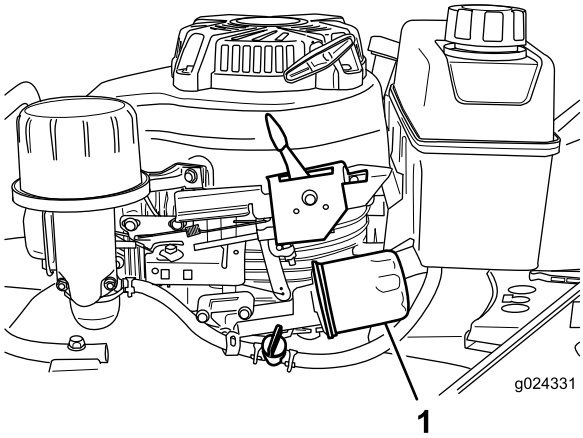

Figur 19
6. Placera en trasa under oljefiltret (Figur 19) för att suga upp olja som kan läcka ut då du tar bort filtret.